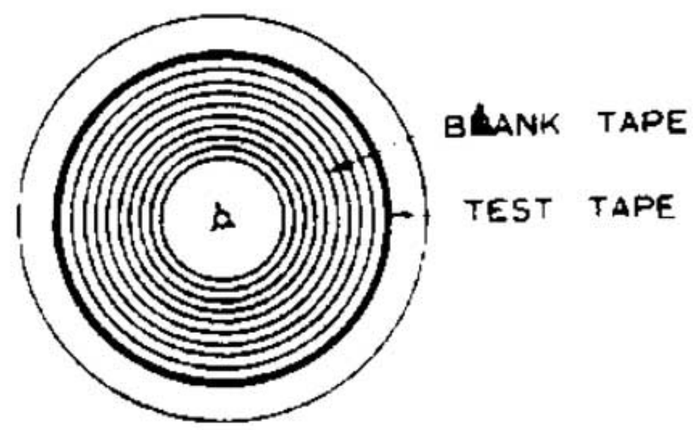

Fig. 3–2 Using Test Tape
4. Attach test tape to 10½ inch NAB reel as Fig. 3–2, place test tape onto supply reel table, thread the tape, and set REEL switch to L position.
It is important that flutter test tape is used to be attached to end of full winded blank tape as Fig. 3–2, and is used with REEL pushbutton to appropriate reel size to be used.